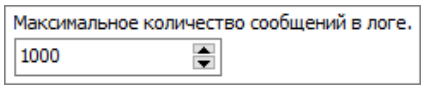

Рисунок 8-188 Максимальное количество сообщений в логе
– задать максимальное количество сообщений в логе (см. Рисунок 8-188) – количество выводимых на вкладке «Управление и лог» последних оповещений. Параметр не влияет на функционирование сервера. Не рекомендуются значения больше 5000;